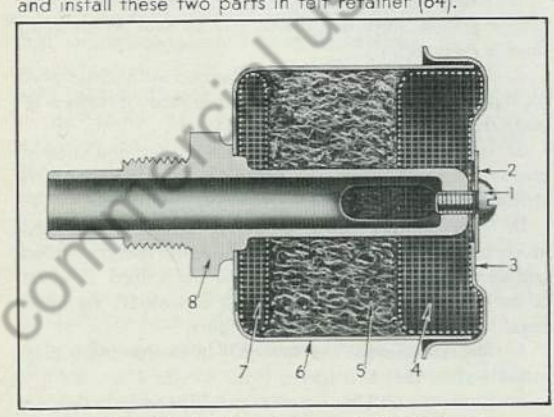

Fig. 43 Sectional View of Air Cleaner
C. To Disassemble Air Cleaner—Procedure for disassembly is as follows. Refer to Fig. 43.
D. To Assemble Air Cleaner—When air cleaner has been cleaned it should be assembled in following manner. Refer to Fig. 43.